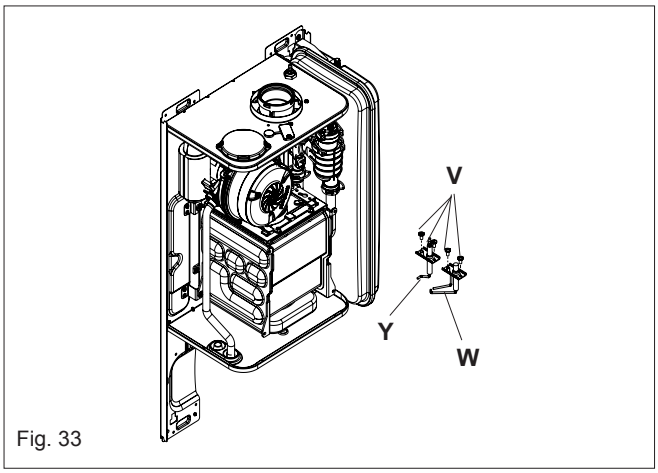

Fig. 33
6.13 ELECTRODES (fig. 33)
Set the flue gas analyser to read CO2 and insert the probe into the flue analysis test point (Y1-Z1 fig. 33).